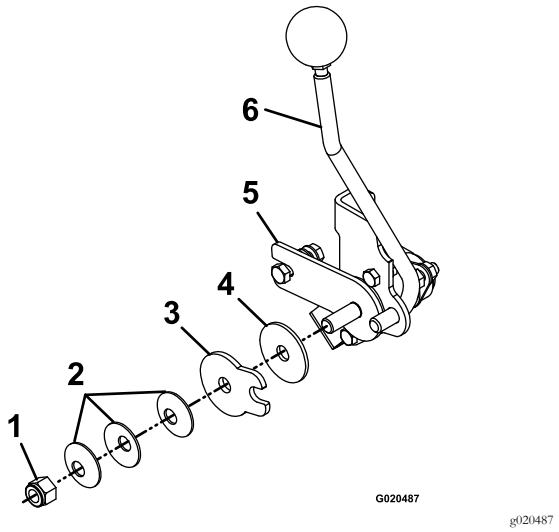

Figure 35
2. Tension in speed control lever can be adjusted by adjusting the tightness of the lever pivot nut which is located at the end of the motion control shaft in front of the RH console (see Figure 35).